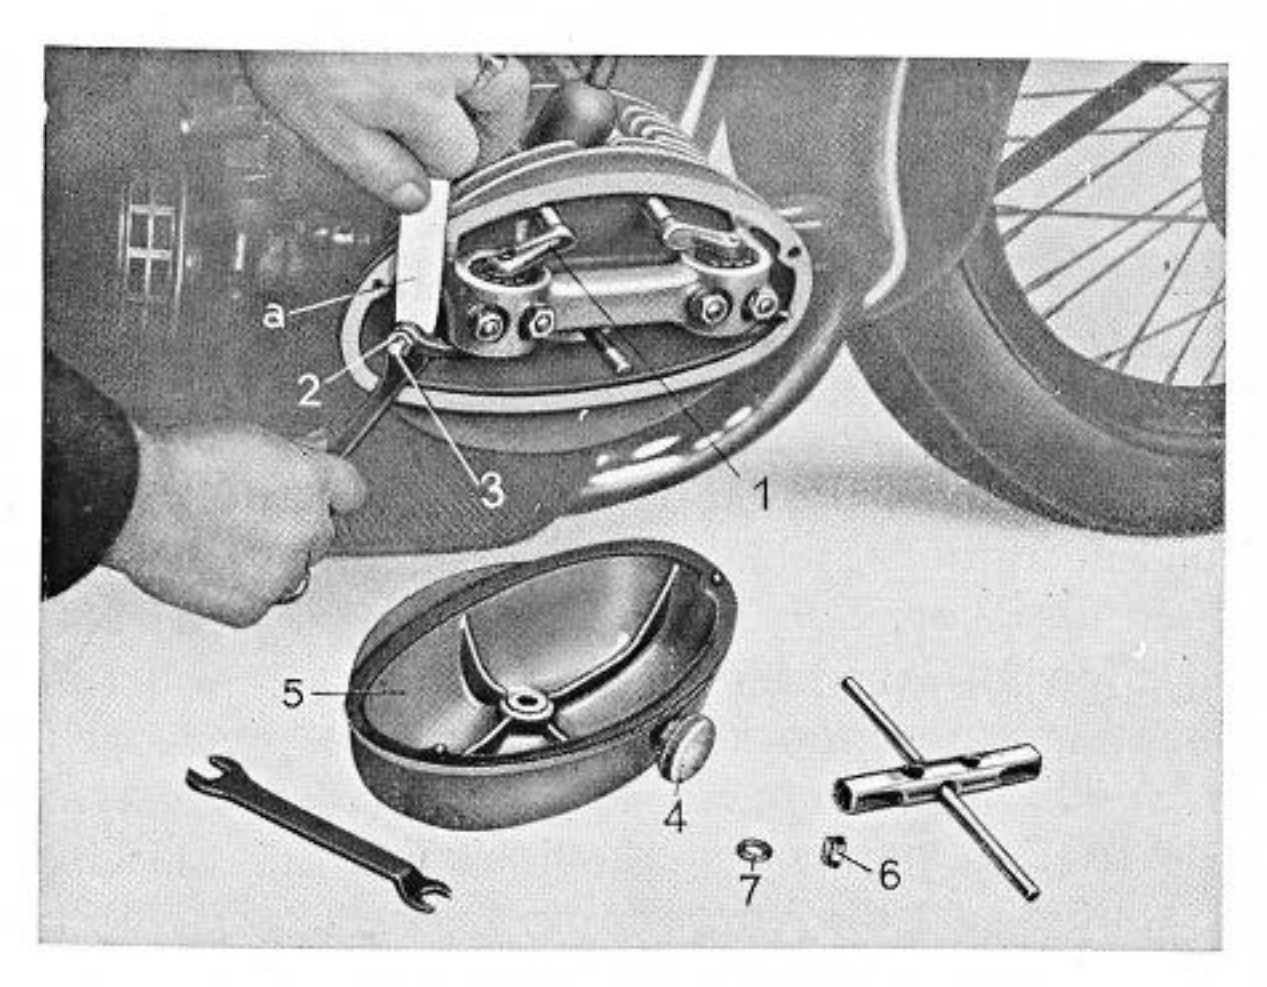

Abb. 15 Einstellen des Ventilspieles der Sportmaschine
**Sportmaschine:** Zuerst wird die Schutzhaube **5** nach Lösen und Entfernen der Mutter **6** und Scheibe **7** abgenommen (Abb. 15). Nun drehe man mittels des Fußanwerfhebels den Motor so, daß sich der Schwinghebel **1** um seinen größten Betrag bewegen läßt. Dann lockere man die Gegenmutter **2**, stelle die Druckschraube **3** mit dem Papierstreifen **a** auf den richtigen Abstand und ziehe darauf die Gegenmutter **2** wieder an. Nach dem Wiederaufsetzen und Festschrauben der Schutzhaube ist in diese eine kleine Menge Öl - etwa 1 Eßlöffel - einzufüllen, was nach